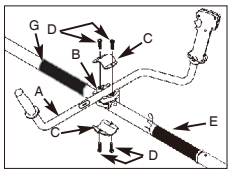
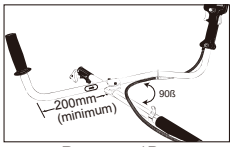

Рисунок 1A
Рисунок 1B
1. Для установки рукоятки на инструмент потребуются следующие компоненты из комплекта поставки: Т-образная рукоятка (A), фиксирующий держатель (B), зажим (C) и винты (D) (рис. 1A).
2. Установите фиксатор (B) между губчатым рукавом (E и G) и отрегулируйте его положение.
3. Установите Т-образную рукоятку (A) на фиксирующий держатель, поместите сверху рукоятки вторую часть зажима (C), отрегулируйте положение рукоятки и затяните два оставшихся винта (D) Левая рукоятка должна располагаться на расстоянии как минимум 200 мм по горизонтали перпендикулярно трубке штанги. Стержень рукоятки необходимо установить с правой стороны от конца стрелки на стержне рукоятки (рис.1B)